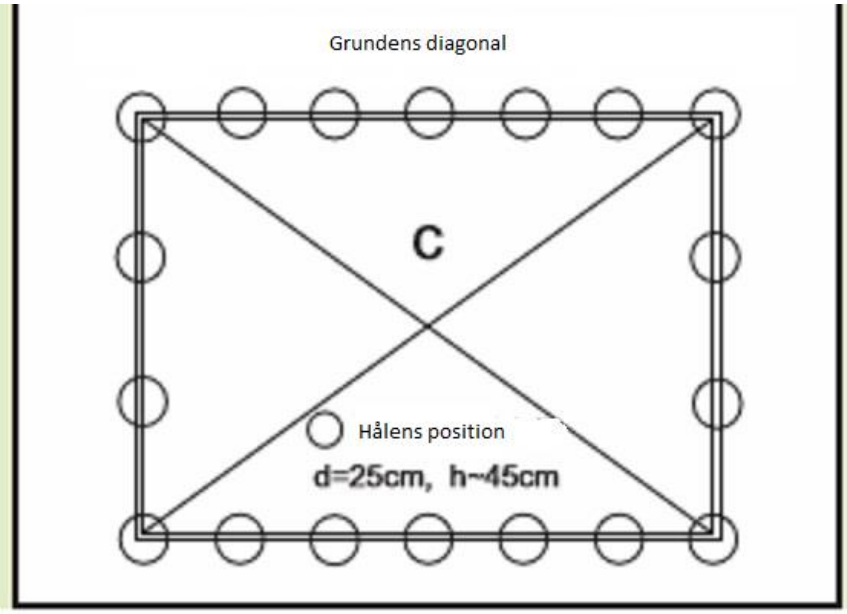

Bild 2
2. Mät grundens diagonal. De båda diagonalerna måste vara lika långa. Om så är fallet – dra åt skruvarna som håller ihop grunden (bild 2).